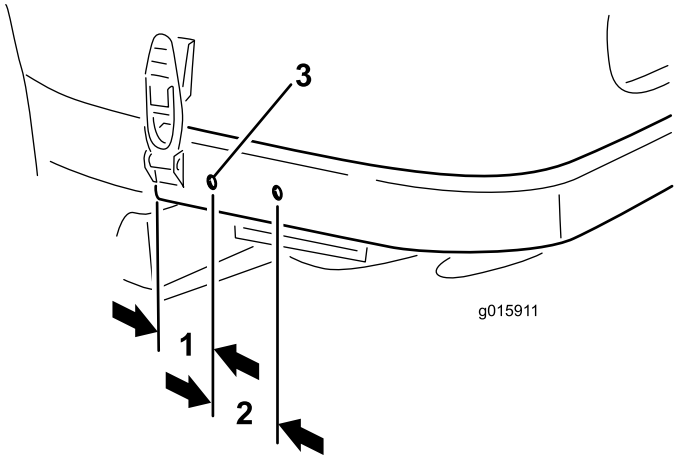

Figure 9
2. Using the dimensions shown in Figure 9, locate, mark and drill (2) .350 inch (9 mm) diameter holes in each side of the rear frame. Center the holes up and down on the frame.